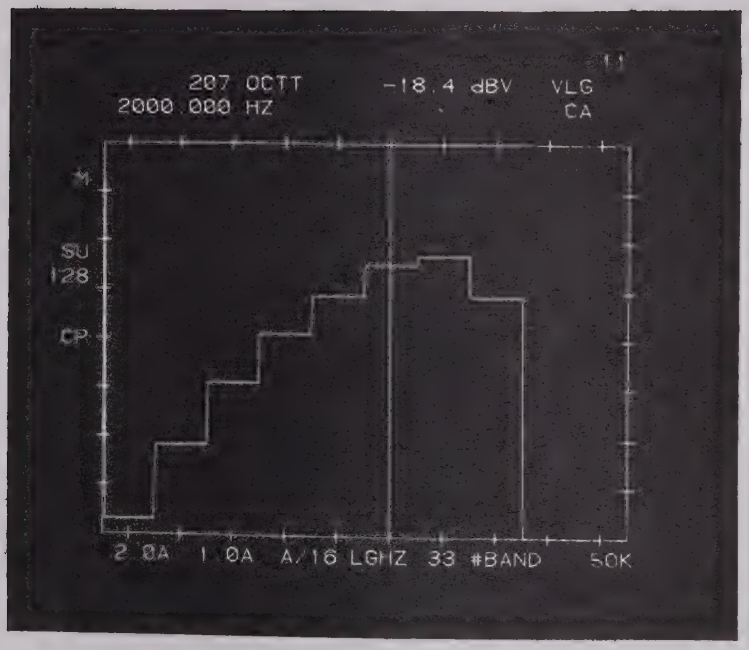

FIGURE O-17
d. Figure O-17 is the Coherent Output Power in Octave (Octave Coherent Output Power - Definition 7).